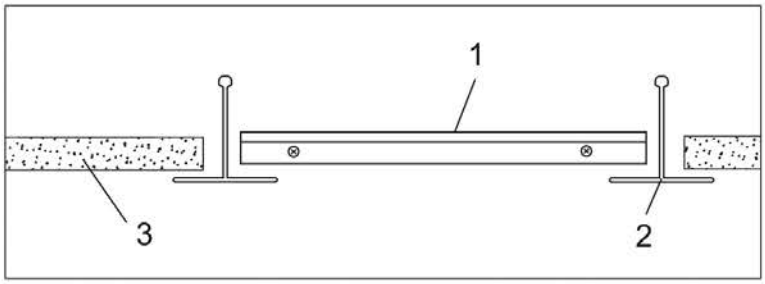

Рисунок 3
4.2.3 Встраиваемый монтаж осуществляется следующим образом (см. рисунок 3): светодиодную панель (1) установить на место потолочной плиты 600x600 мм (3) в межпотолочное пространство между направляющими (2) потолка «Armstrong», как показано на рисунке 3.